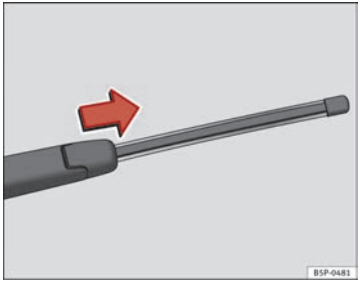

Fig. 132 Removing the rear window wiper blade
– Lift the wiper arm away from the glass ⇒ Fig. 132.
– Slide the blade adapter in the direction of the arrow and remove the blade ⇒ Fig. 132.